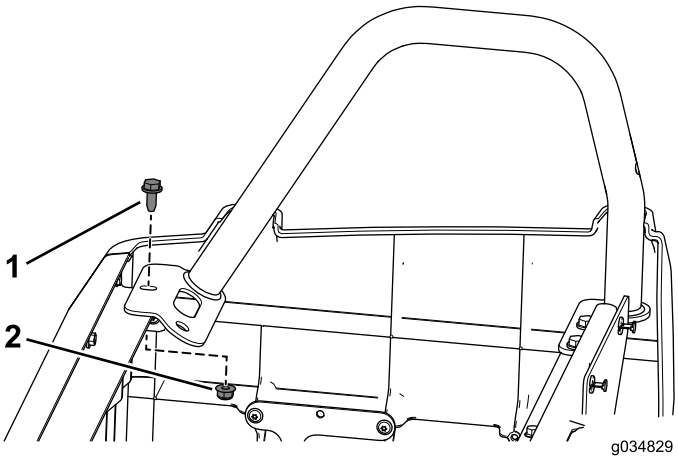

Figure 89
11. Use the flange bolt (3/16 x 3/4 inch) and flange nut that you removed earlier to secure the right, rear-hip restraint to the seat base assembly (Figure 89).